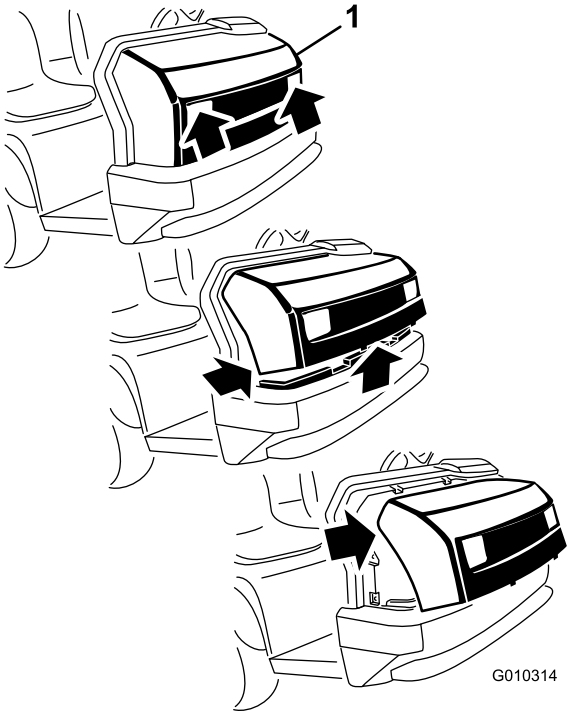

**Figur 38**
1. Mens du har fat i motorhjelmens forlygteåbninger, løfter du op i motorhjelmen for at frigøre de nederste monteringstapper fra stelrillerne (Figur 38).
2. Drej den nederste del af motorhjelmen opad indtil de øverste monteringstapper kan trækkes af stelrillerne (Figur 38).
3. Drej den øverste del af motorhjelmen fremad, og kobl ledningsstikkene fra forlygterne (Figur 38).